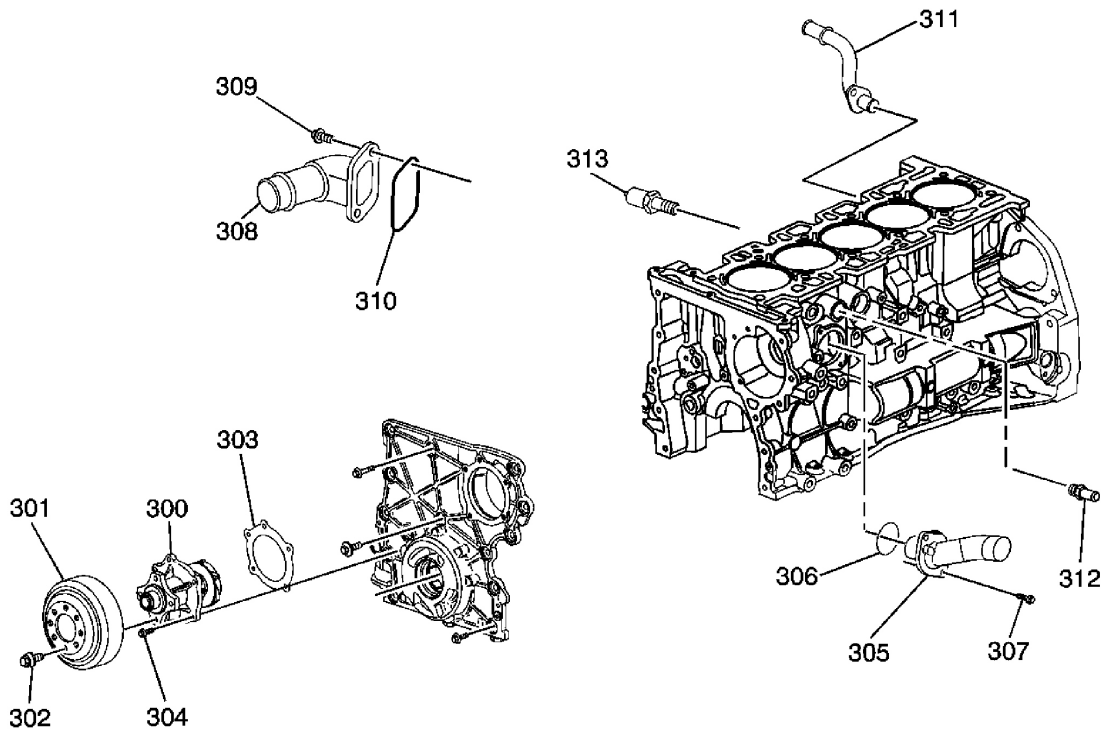

**Fig. 18: Enfriamiento componentes desarmados Ver**
**Llamadas con respecto a la Fig. 18**